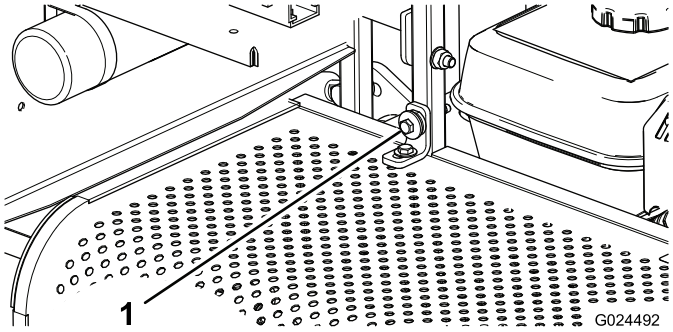

Figur 22
1. Ta bort fästbulten och lyft av den bakre kåpan (Figur 22)